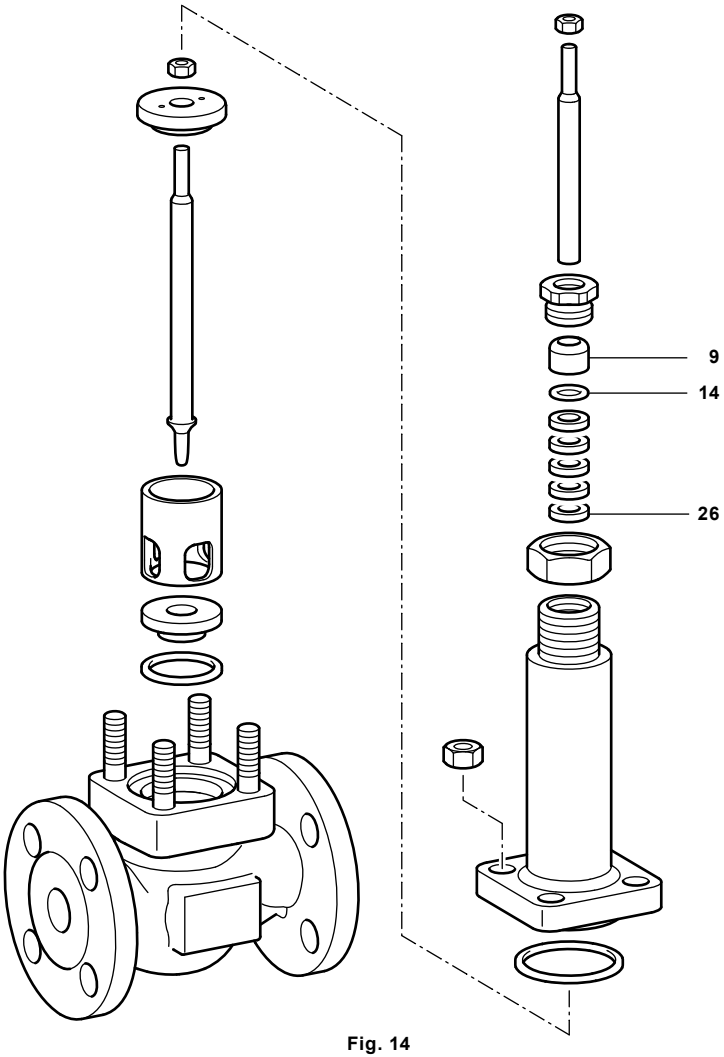

Fig. 14
4.5.5 **Extended bonnet DN15-100 (Fig. 14)**